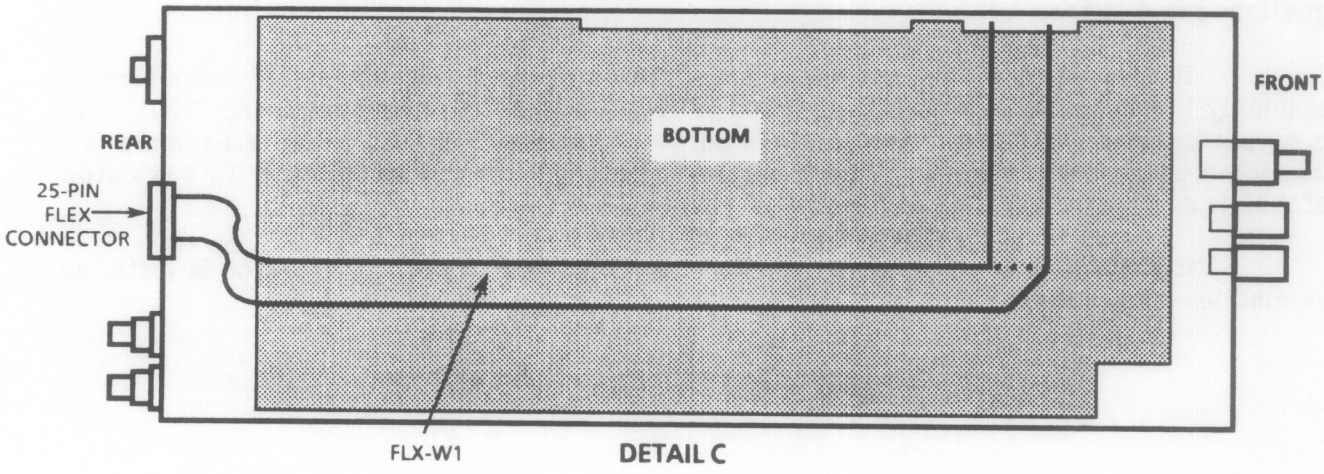

Figure D-5. Field Installation Procedure
8. Feed FLX-W1 along the foil-covered padding on the bottom of the unit. Make a single 90° bend, and push up through the opening in the motherboard near the four option slots (see **Figure D-5**).
9. Connect the nine-pin connector of FLX-W1 in connector J1 of the PC assembly (see **Figure D-5**).